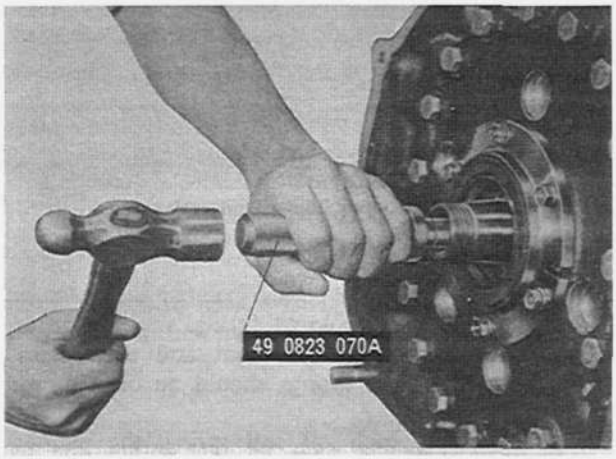

Fig. 1–60 Installing roller bearing
7. The oil jets are installed in the eccentric shaft. The oil jets open when the number of engine revolutions increases and the oil pressure rises. Check for spring weakness, stick or damage of the steel ball. (Fig. 1–58)